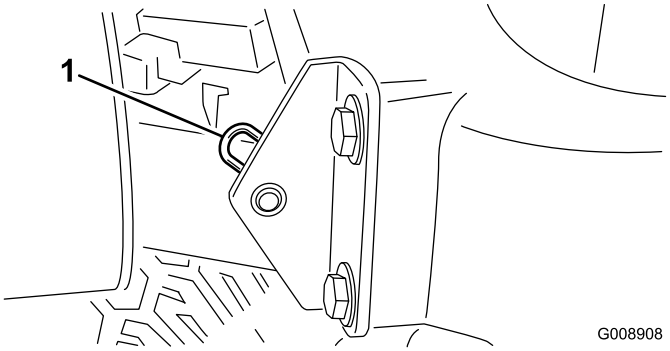

Figur 34
2. Ta bort hårnålssprinten som fäster motorhuvstappen till fästskivorna (Figur 34).